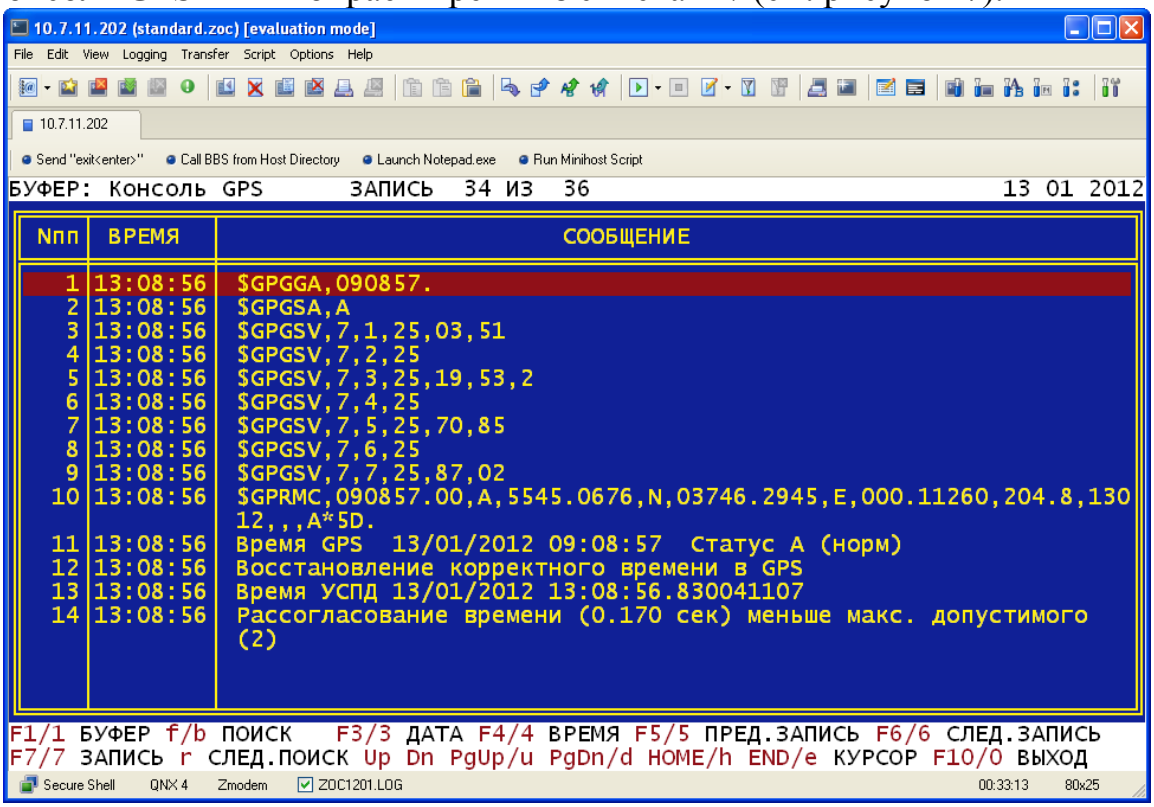

Рисунок 7
2.3.1.16 Прочитать принятые данные из архива /* НАЛАДКА -> СЛУЖЕБНЫЕ АРХИВЫ -> ПРОСМОТР -> «выбираем нужную дату» -> Консоль GPS -> «выбираем время из списка» */ (см. рисунок 7).